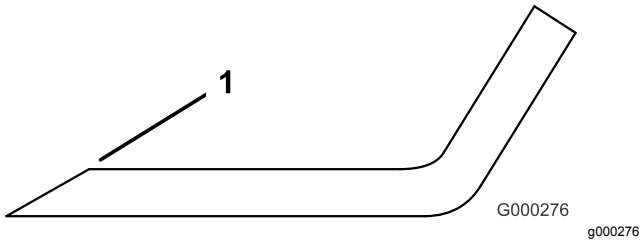

Figuur 114
3. Inspecteer de snijranden van alle messen en slijp de snijranden als deze bot zijn of bramen vertonen (Figuur 114).
Opmerking: Slijp alleen de bovenkant van de snijrand en behoud de oorspronkelijke snijhoek om te zorgen dat het mes scherp blijft (Figuur 114). Het mes blijft in balans als u van beide snijranden dezelfde hoeveelheid metaal verwijdert.